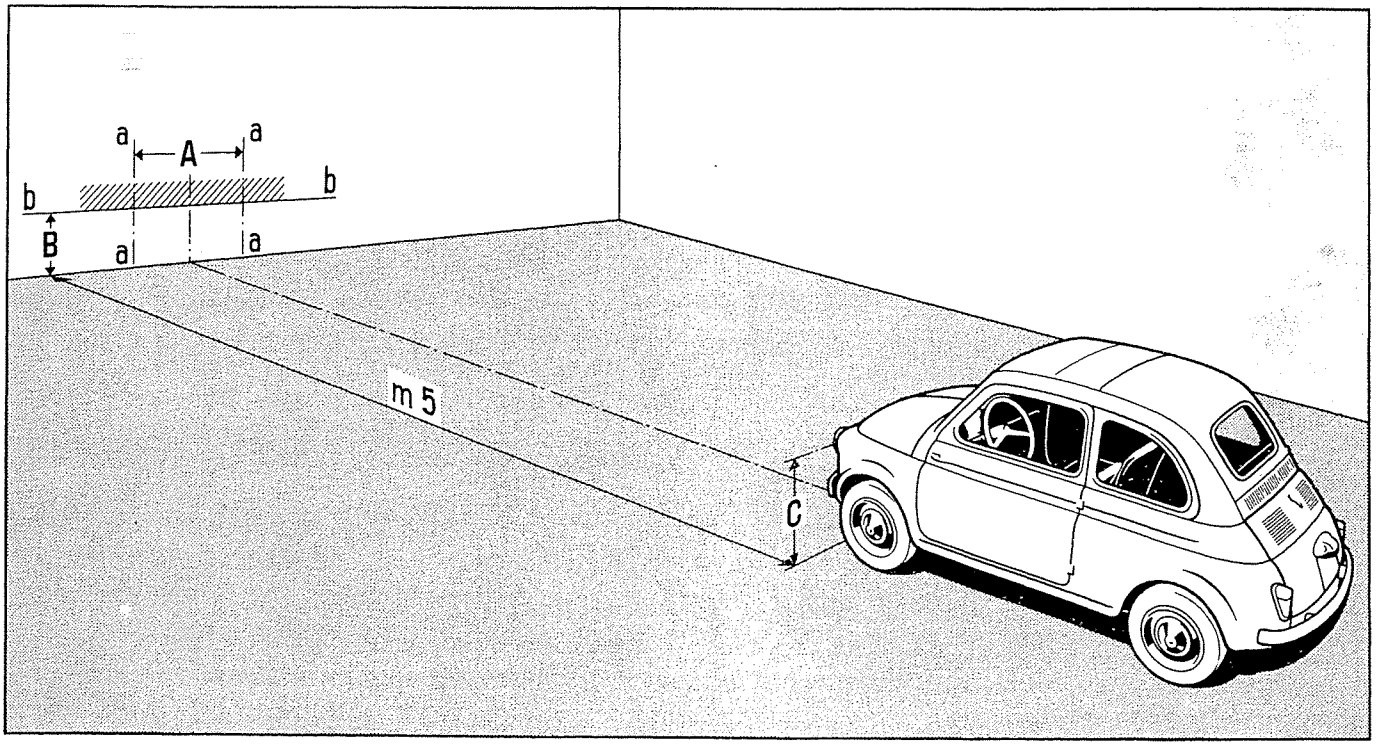

Abb. 377 - Scheinwerfereinstellung.
Wagen auf ebenem Boden und in 5 m Abstand von einem mattweissen und im Halbschatten befindlichen Schirm stellen (siehe Abb. 377). Sich vergewissern, dass die Wagenlängsachse senkrecht zum Schirm steht.
a) Abblendlicht einschalten: die Hell-Dunkelgrenze darf sich nicht oberhalb der waagerechten Linie b-b befinden (Abb. 377);